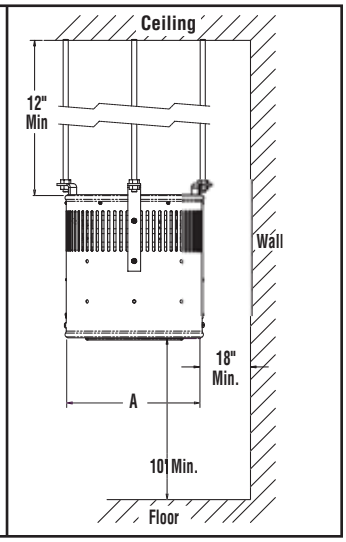

Figure 2
A. It is recommended that heater only be used with ceiling heights of 12 feet or greater. Minimum spacing to ceiling is 12 inches, use 1/2" thread stock (supplied by others) as shown in Figure 2.
B. Mimimum mounting height is 10 feet from floor to bottom of heater (Figure 2)
A. Side of case to walls 18". (See Figure 2.)